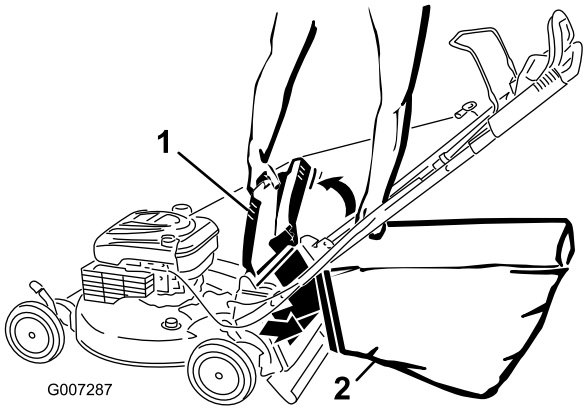

Figur 22
4. Heng øvre, fremre kant av posen på hakkene (Figur 22).